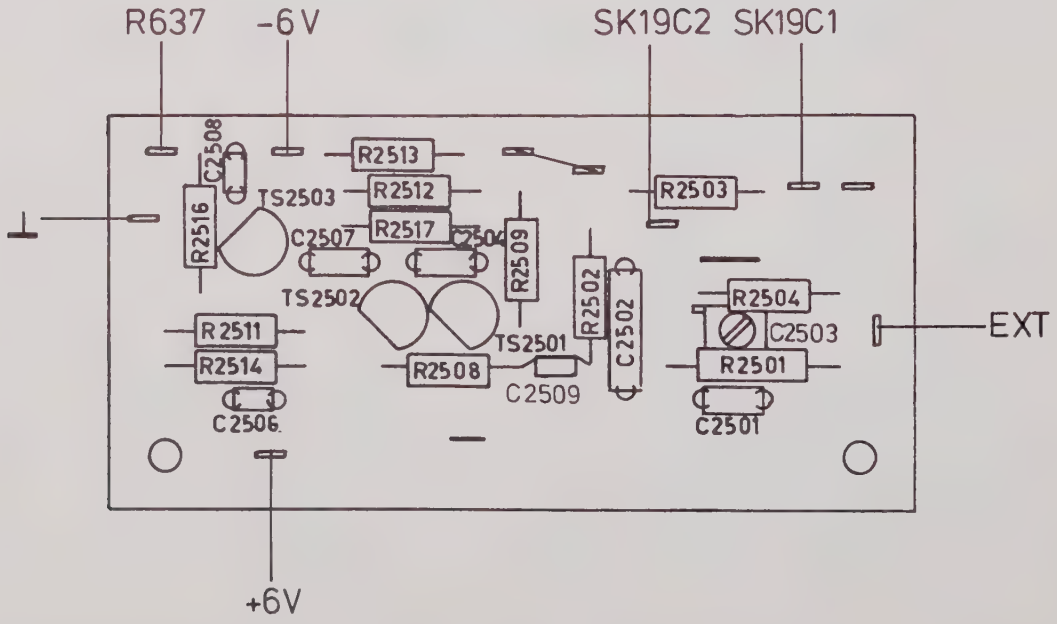

Fig. 3.63. Printed-wiring board of the EXT input circuit
- Readjust trimmer capacitor C2503 on the EXT INPUT circuit board (Fig. 3.63) for minimum rounding and overshoot.